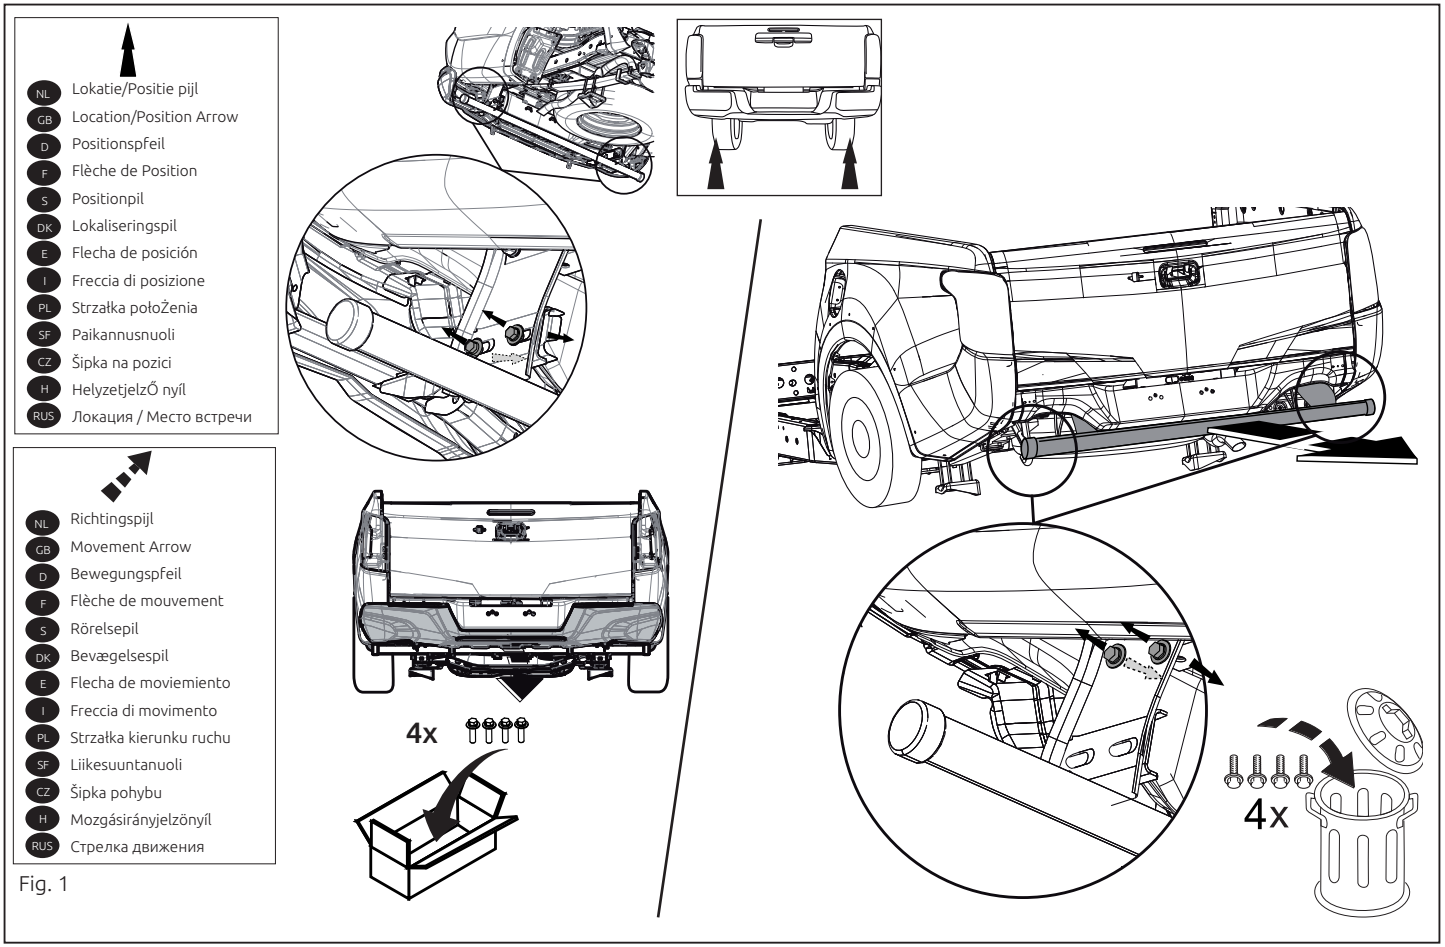

Fig. 1
1. Снять бампер вместе со стальным буферным брусом автомобиля. Буферный брус больше не понадобится. См. рисунок 1.